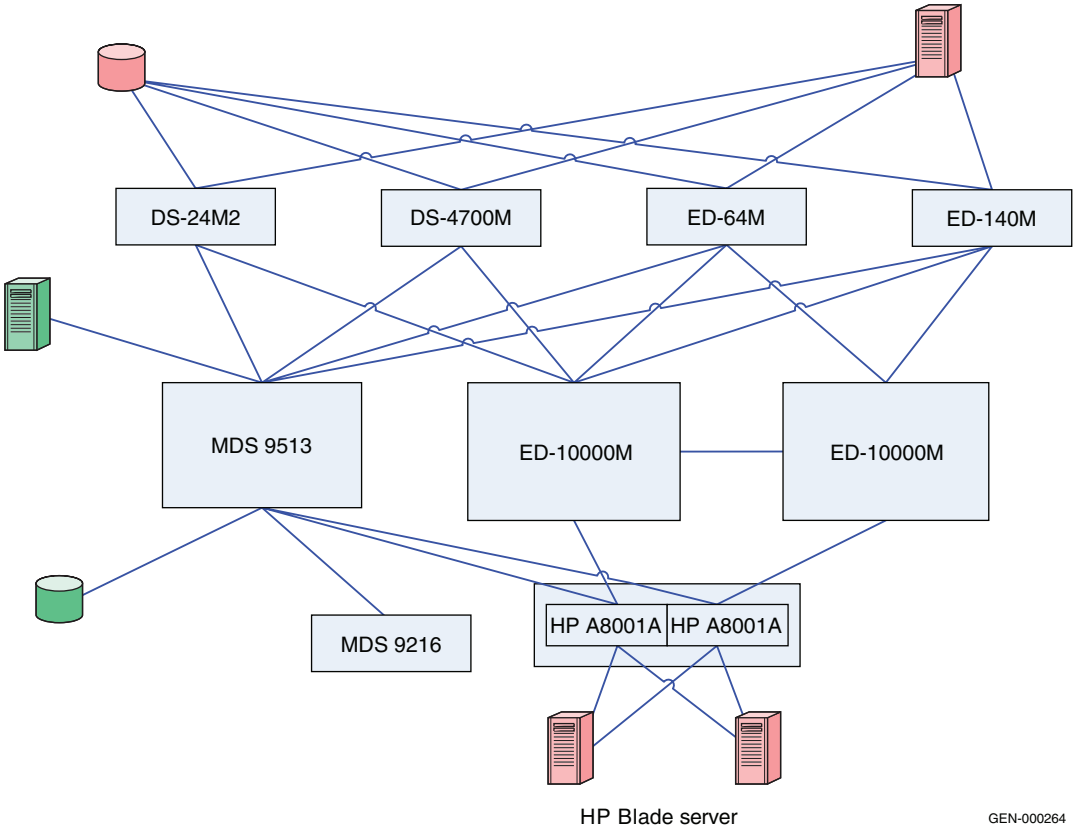

Figure 37 **Phase 5: Adding Connectrix MDS 9216**
4. Link, using an ISL, the Connectrix MDS 9513 to all the Connectrix M edge switches as shown in Figure 37 on page 285.